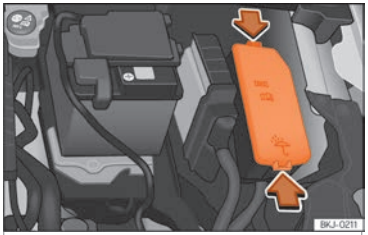

Fig. 50 In the engine compartment: fuse box cover.
- Press the locking tabs to release the fuse box cover ››› Fig. 50.